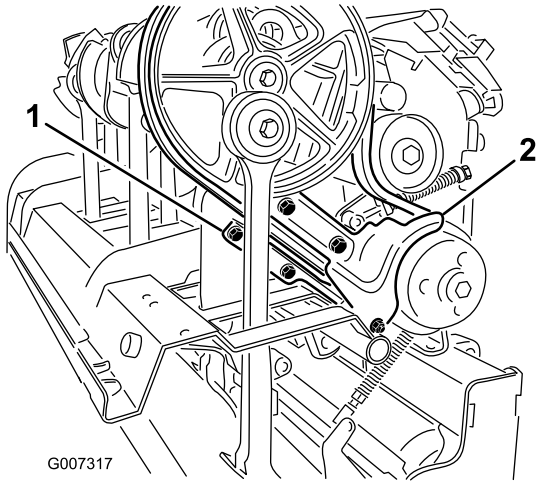

Figura 36
3. Retire las fijaciones que sujetan el deflector de tierra y el protector inferior de la correa (Figura 36). Desmonte el deflector de tierra y el protector inferior de la correa.